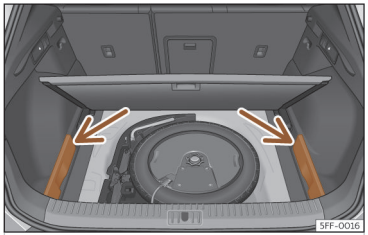

Abb. 175 Im Gepäckraum: Abdeckungen zum Verstauen der Gepäckraumabdeckung.
- Entfernen Sie die Abdeckungen links und rechts ››› **(Abb. 175)**.